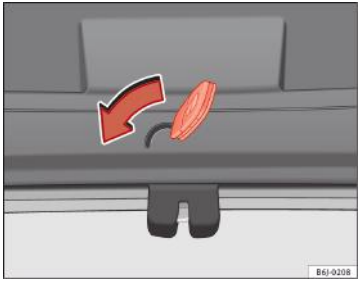

Fig. 50 Hayonul: deschidere de urgență
– Introduceți cheia în fantă şi descuiați sistemul de încuiere rotind cheia de la dreapta la stânga, conform săgeții ⇒ fig. 50.